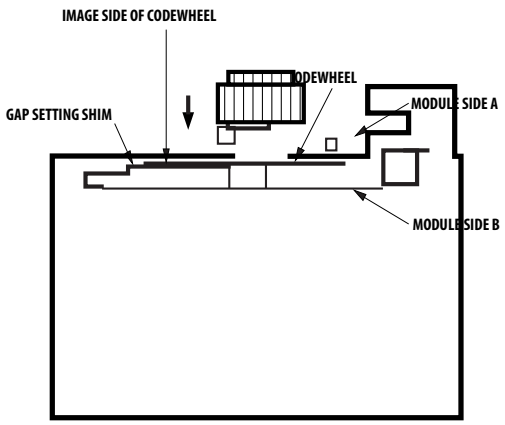

Figure 2. Alignment Tool is Used to Set Height of Codewheel.
a. Place the correct gap setting tool (per Ordering Information Table) on motor base, flush up against the motor shaft as shown in Figure 2. The shim has two different size steps. Choose the one that most closely matches the width of the codewheel boss. The shim should not contact the codewheel boss.